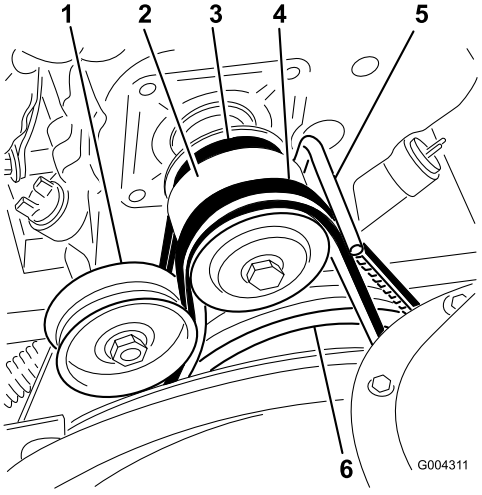

Figur 31
1. Flänsskruv (2)
3. Lossa på remstyrningen (Figur 31).
4. Ta bort drivremmen till matarskruven/impellern från motorremskivan och den stora matarskruvs-/impellerremskivan (Figur 31).
9. Ta bort drivremmen till hjuldrivningen från motorremskivan och den stora hjuldrivningsremskivan (Figur 31).
11. Dra remmen över motorremskivan och se till att remmen ligger på insidan av remstyrningen (Figur 31).
16. Montera drivremmen till matarskruven/impellern runt den stora matarskruvs-/impellerremskivan och motorskivan och se till att remmen ligger på insidan av mellanremskivan och remstyrningen (Figur 31).
2. Lossa på remstyrningen (Figur 31).
3. Ta bort drivremmen till matarskruven/impellern från motorremskivan och den stora matarskruvs-/impellerremskivan (Figur 31).
4. Montera en ny rem runt den stora matarskruvs-/impellerremskivan (Figur 31).
5. Dra remmen över motorremskivan och se till att remmen ligger på insidan av mellanremskivan och remstyrningen (Figur 31).